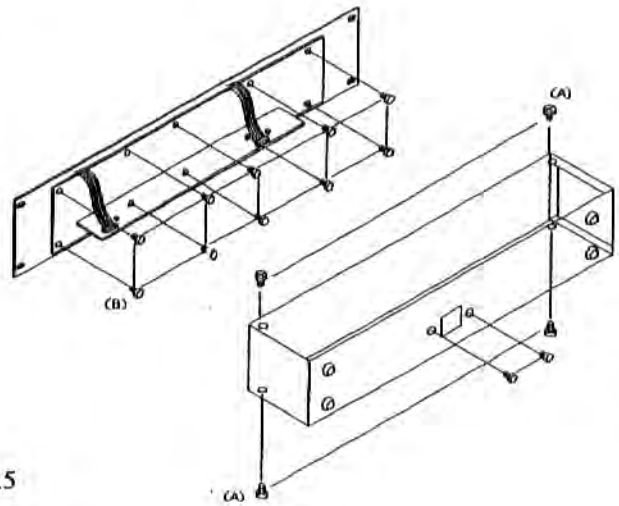

Fig.5
5.REMOVAL OF CONTROL PCB (Fig.5)